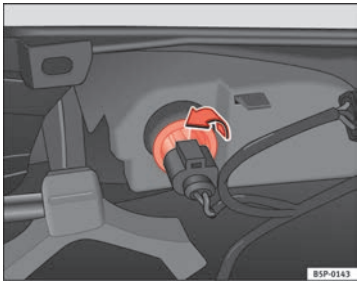

Fig. 193 Lamp on interior side of bumper
– Rotate the bulb holder to the left, and remove it in the direction of the arrow ⇒ Fig. 193.